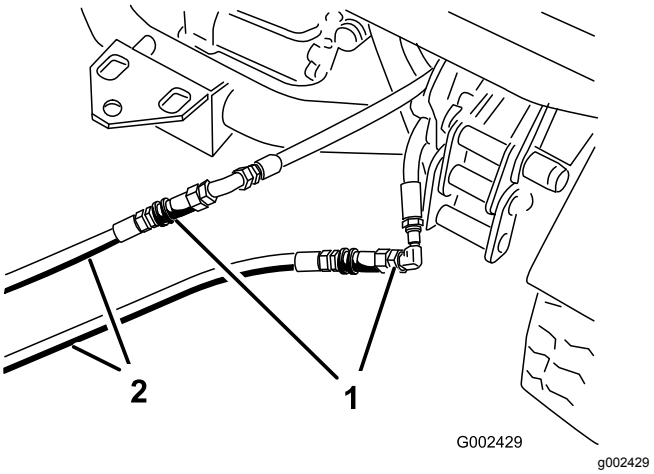

Figur 77
3. På den maskine, der ikke fungerer: Forbind de to startslanger med slangerne, der blev frakoblet (Figur 77).